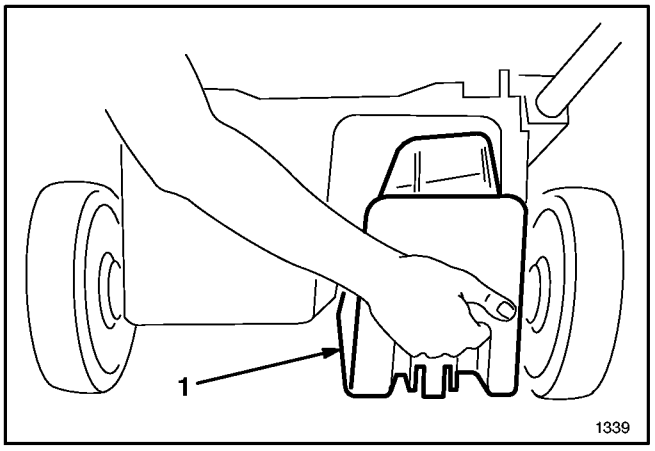

**Abbildung 11**
**2.** Die Auswurfabdeckung öffnen und den Einsatz in die Öffnung des Auswurftunnels schieben (Abb. 11).